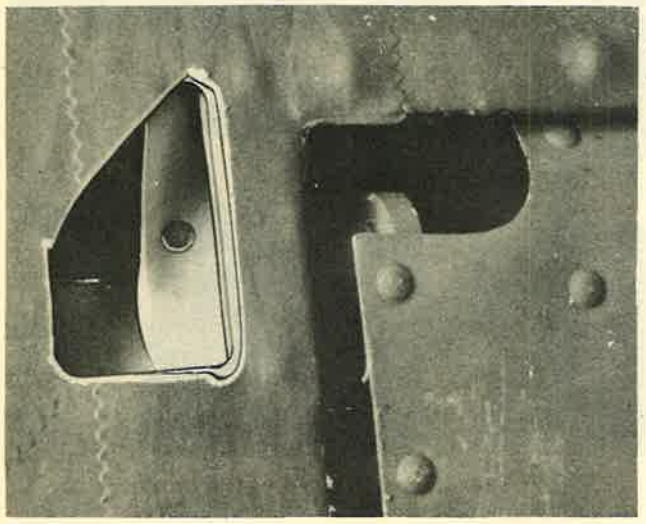

Figure 329—Elevator Tab Hinge Bolt Access Door
c. Peel off the patches which cover the small, angular access openings (figure 329) located in the elevator fabric beside the inner and outer hinge points.